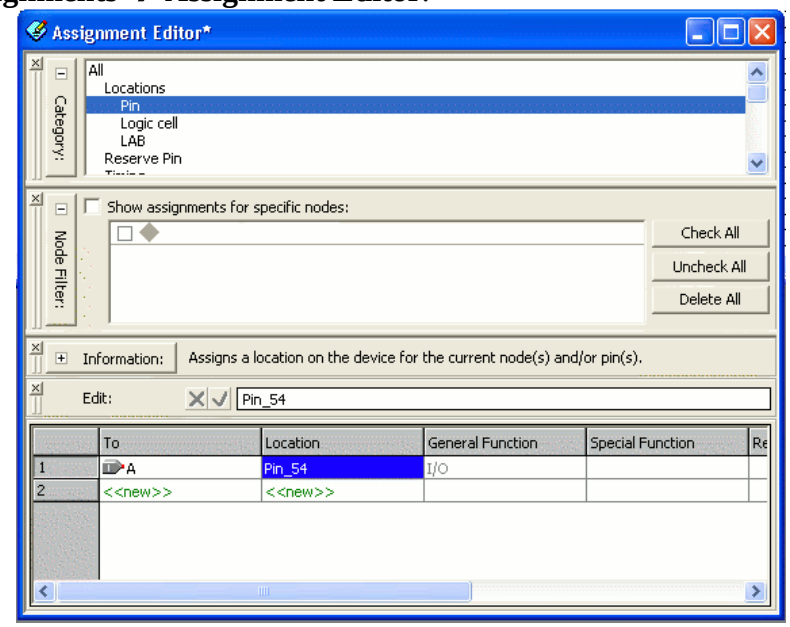

Figure 7
b. Select the **Pin** *Category* in the Assignment Editor per Figure 7.